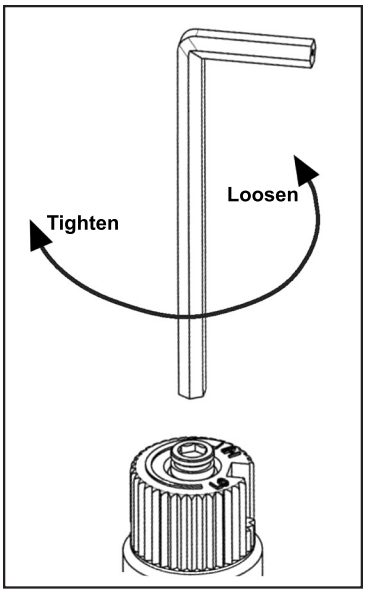

Figure 9: Removing valve screw.
b) Insert a $^{5}/_{32}$" or 4 mm Allen wrench into the hexagonal key-way of the screw (see Figure 9), rotate it counter-clockwise until it is free and extract it.
e) Using the Allen wrench as shown in Figure 9, rotate the screw clockwise until a torque of 9 inch lbs. **WARNING!** Do not over tighten the screw. It is recommended that you grip the wrench by the short side.